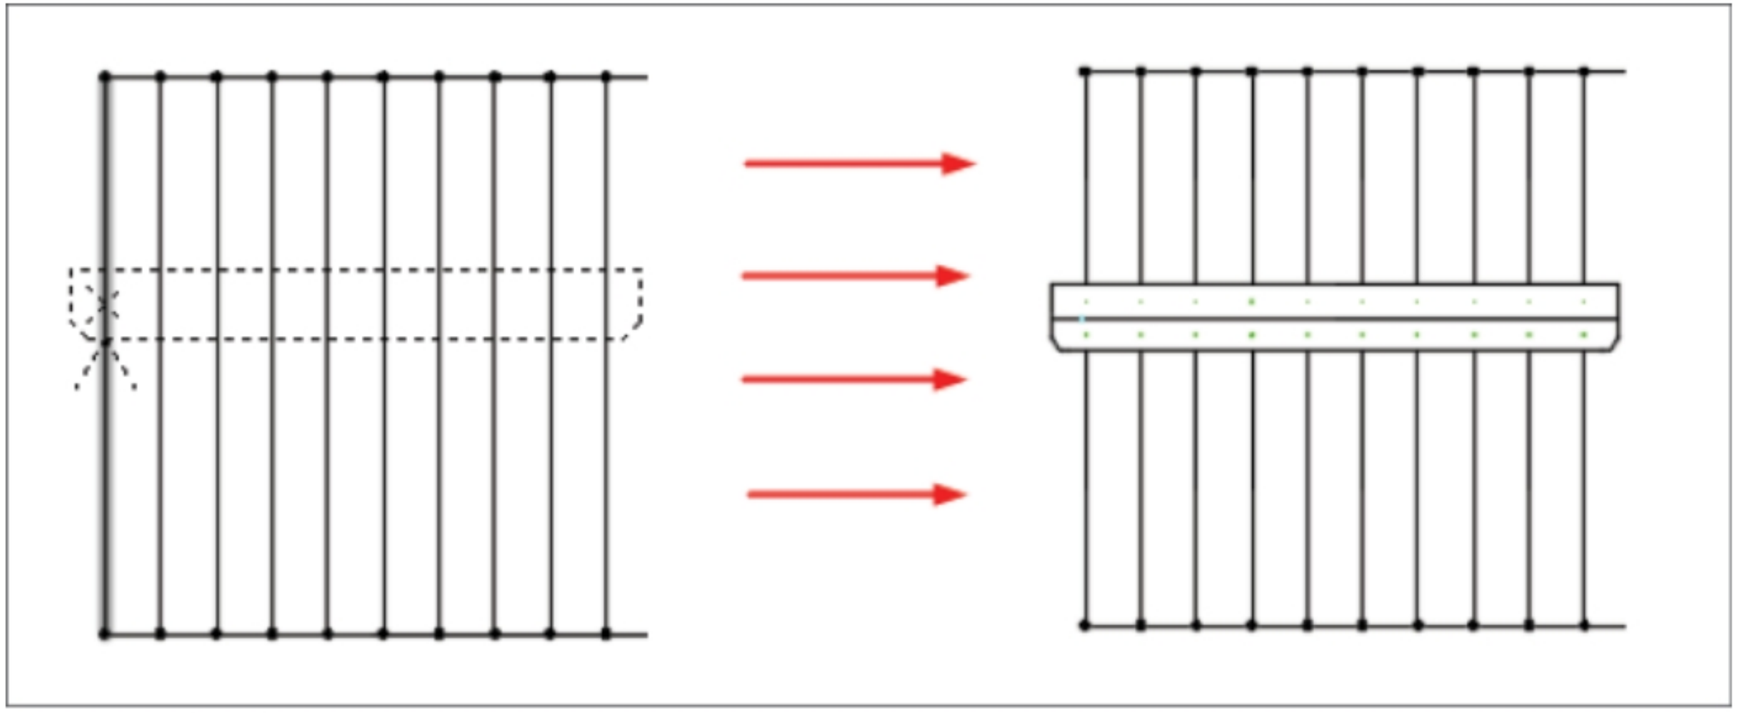

Figure-15. Placing connectors on a ladder
- Click in the drawing area to place the connector. If you click on the ladder's wire then the pins of connector will automatically adjust according to the ladder; refer to Figure-15.